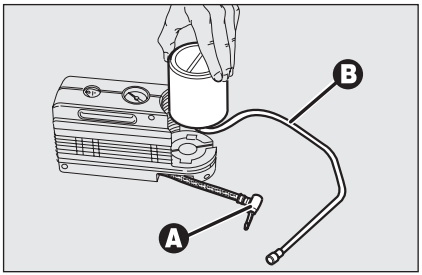

fig. 23 A0E0047m
- ❒ separe el acoplamiento **A-fig. 23** y retire el tubo **B**;